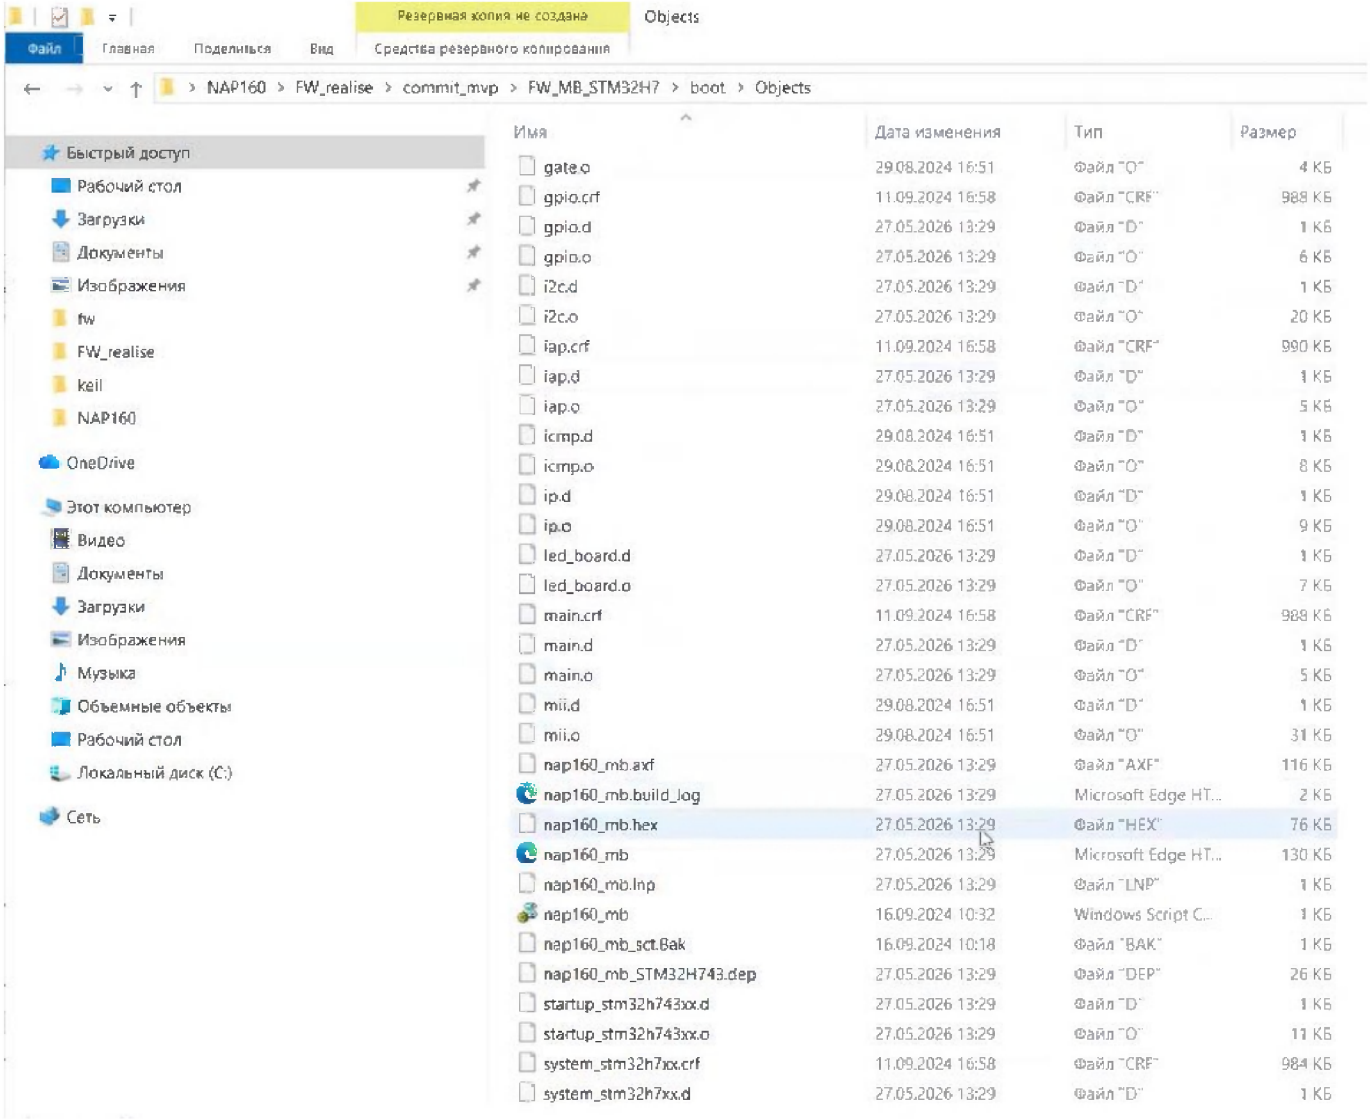

Рисунок 7
4.1.5 Файл nap160_mb.hex будет создан в директории: C:\Рабочий стол\NAP160\FW_realise\commit_mvp\FW_MB_STM32H7\boot\Objects (Рисунок 7).